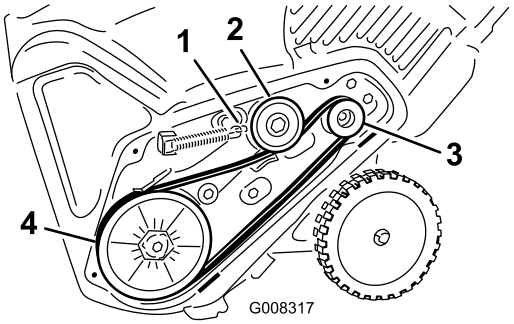

Figur 37
5. Monter den nye drivremmen, før den som vist i (Figur 37).
8. Monter bremsefjæren på lederullarmen (Figur 37).